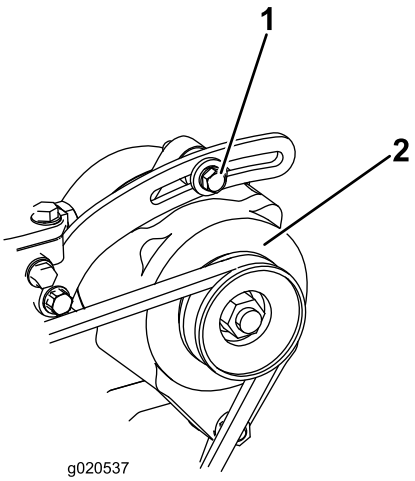

Figura 87
1. Se a deslocação obtida não for igual a 10 mm, deve desapertar os parafusos de montagem do alternador (Figura 87).